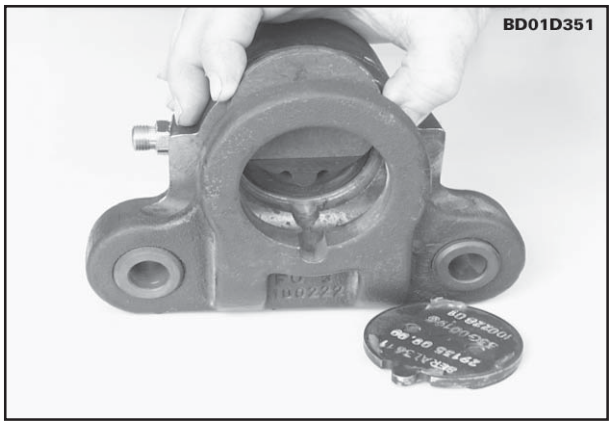

Fig. 8
11. Remova as duas pastilhas do conjunto do freio de estacionamento (fig. 8).